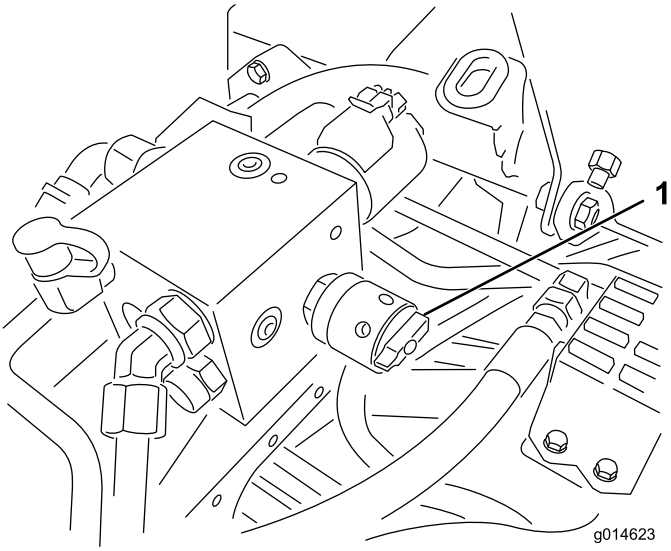

Figur 39
4. For å stille inn spolehastigheten, vri knotten (Figur 39) til indikatorpilene er i linje med antallet som angir ønsket innstilling.